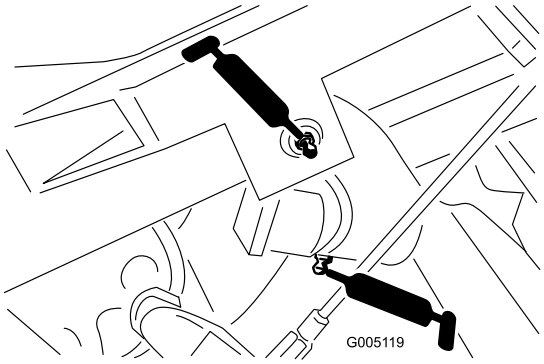

Figur 37
- Løftearms drejetap (3) og drejehængsel (3) (Figur 37)